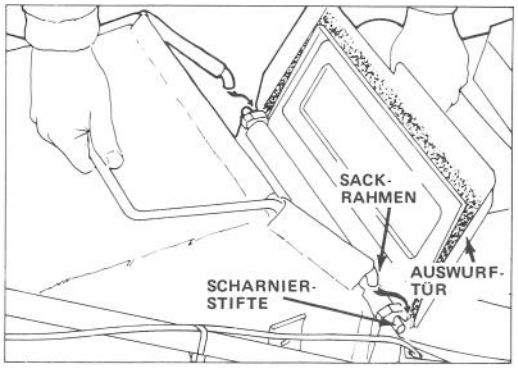
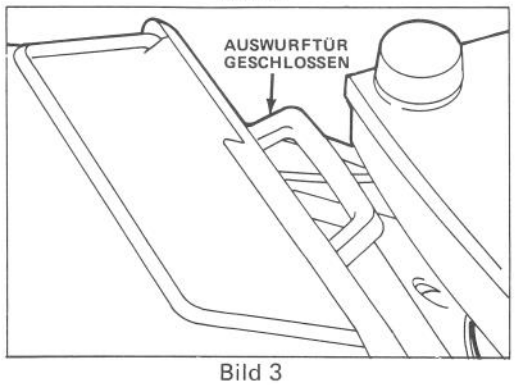

Bild 2
Bild 3
6. Zur Montage des Grassacks die Auswurftür anheben und den Sackrahmen an den Scharnierstiften einhaken (Bild 2). Den Sack auf dem Mähergehäuse über der Auswurföffnung aufliegen lassen. Tür schließen und sicherstellen, daß sie dabei die Sacköffnung abdichtet (Bild 3).